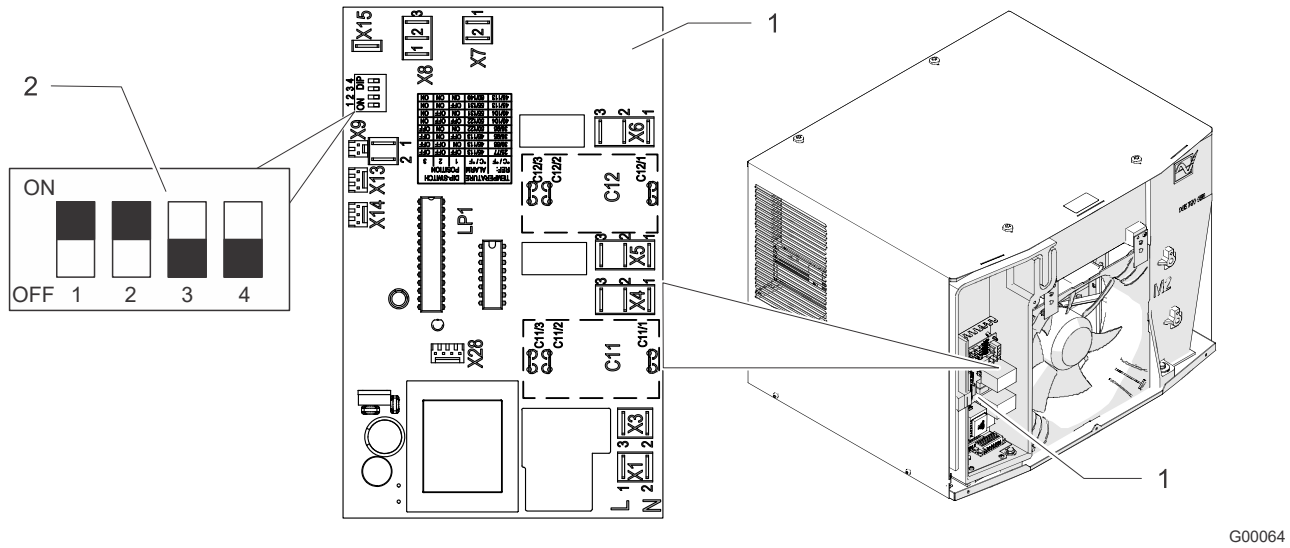

Рис. 21: Настройка DIP-переключателя
2. Настроить DIP-переключатель («Рис. 21», Поз. 2) на контроллере в соответствии с «Возможности настройки DIP-переключателя», Страница 42.